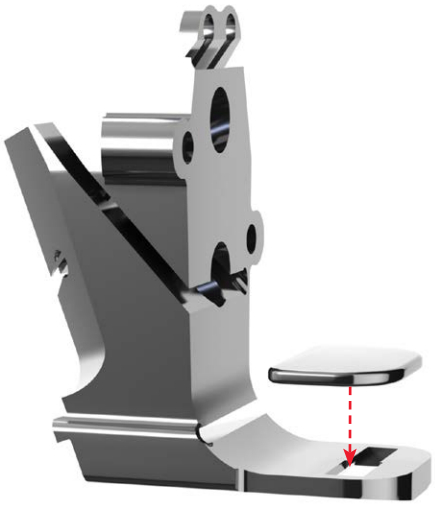

Figure 47
- Plan retraction to avoid injury to the popliteus on the posterior chamfer cut. Use the 1.5 mm shim on Femoral Finishing Block if the posterior condyle is worn (Figure 47).